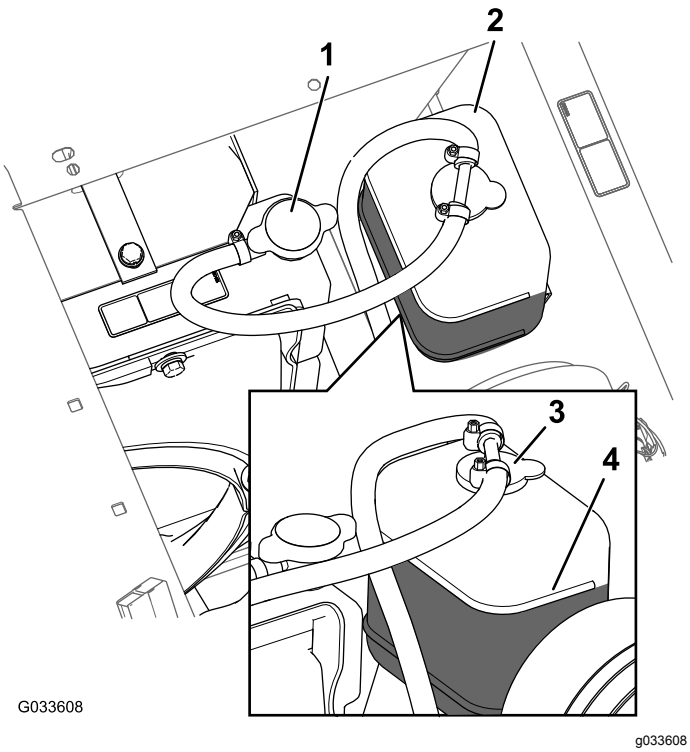

Figuur 85
3. Verwijder voorzichtig de doppen van de radiateur en de expansietank (Figuur 85).
Opmerking: De radiateur moet worden gevuld tot de bovenkant van de vulbuis en de expansietank tot de VOL-markering op de tank (Figuur 85).
5. Als het koelvloeistofpeil te laag staat, verwijdert u de doppen van de radiateur en expansietank en vult u de expansietank tot de VOL-markering en de radiateur tot de bovenkant van de vulbuis (Figuur 85).
6. Plaats de doppen van de radiateur en de expansietank terug (Figuur 85).
2. Als de motor is afgekoeld, verwijdert u de radiateurdop (Figuur 85).